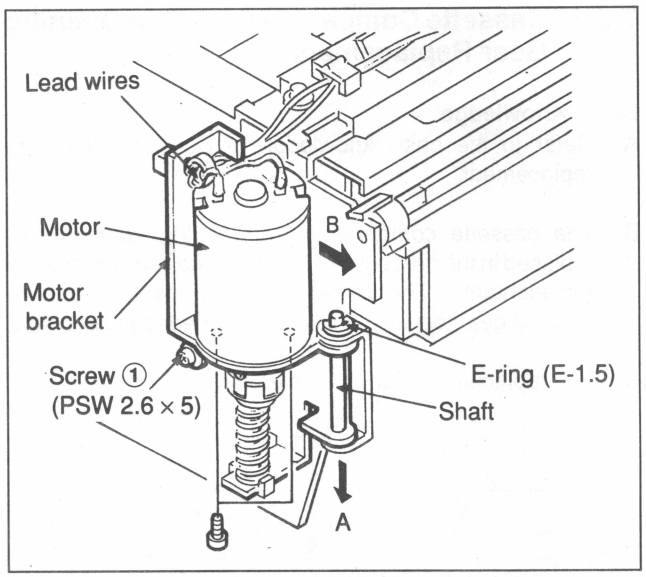

Fig. 7-8-4 Motor Block Ass'y Removal
1. Motor Block Ass'y Removal (Refer to Fig. 7-8-4.)